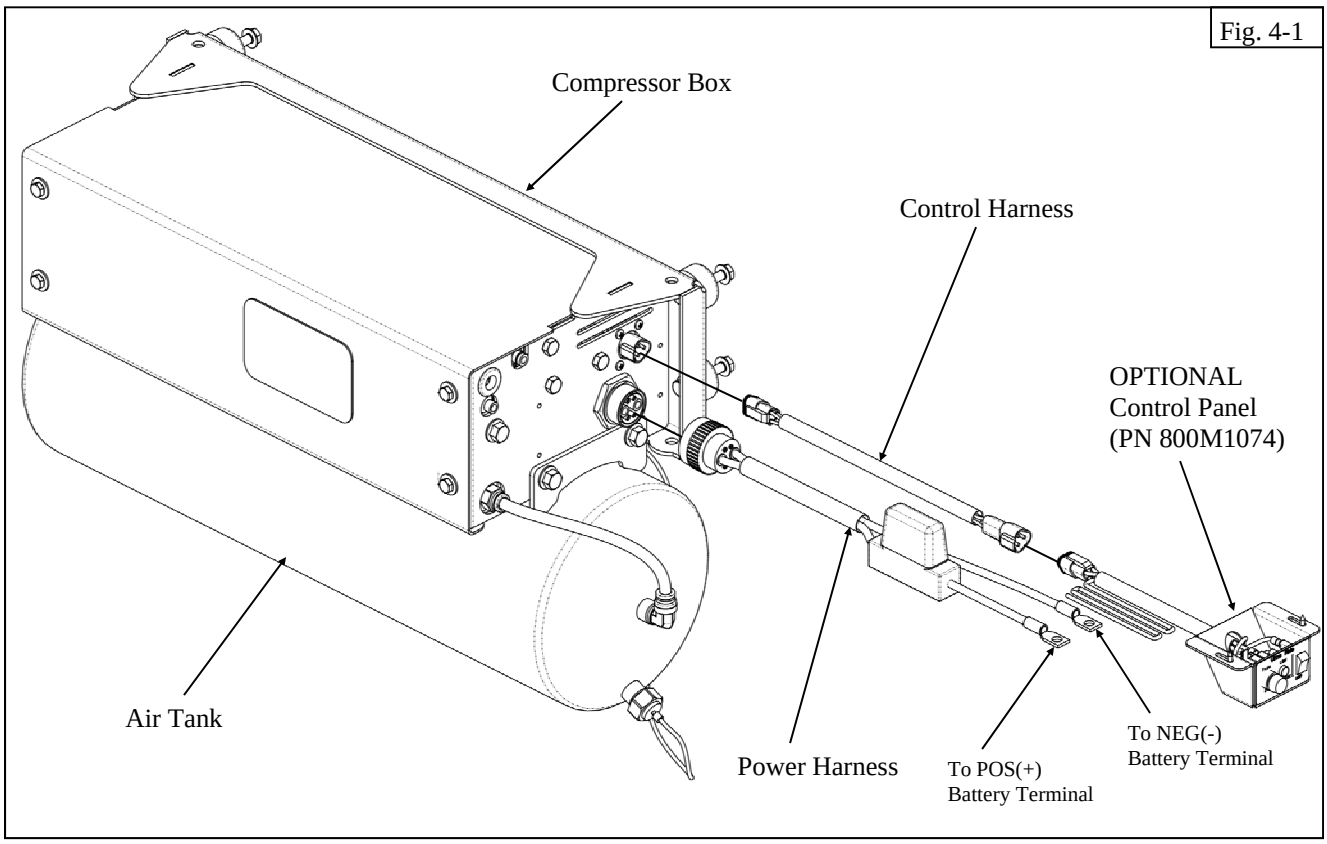

Fig. 4-1
1. Attach the Power Harness to the Air Control Box routing it along the frame to the battery. **Do not connect wires to battery at this point. Only connect the battery AFTER the rest of the installation has been completed.** See Figure 4-1 for details. Note: The battery + wire lead contains a 50A Maxi-Fuse for circuit protection.